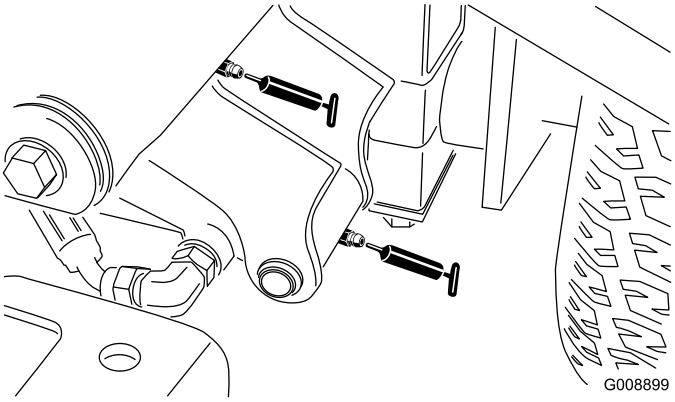

Figuur 36
- Draaipunt van voorste hefarm links en hefcilinder (2) (Figuur 36)